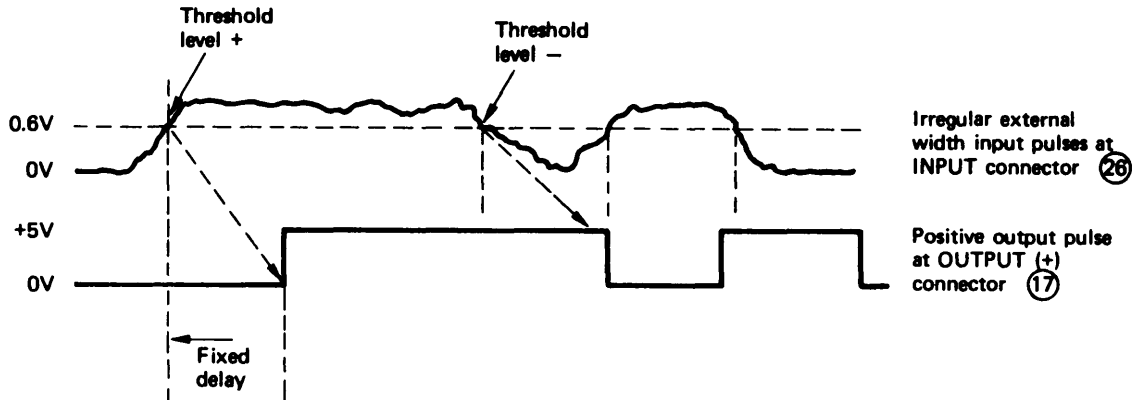

Figure 3-21. Output pulses in external width mode
a. Connect the external signal to the INPUT connector (26) on the rear panel of the 8013B.
b. Set the Mode Selector switch (25) to EXT WIDTH.
3-53 **The output pulses should appear at the OUTPUT (+) connector (17) as** shown in Figure 3-21.